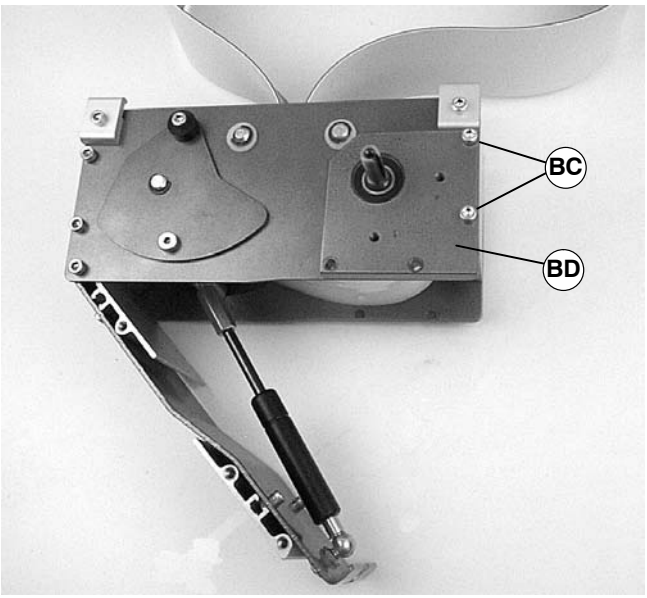
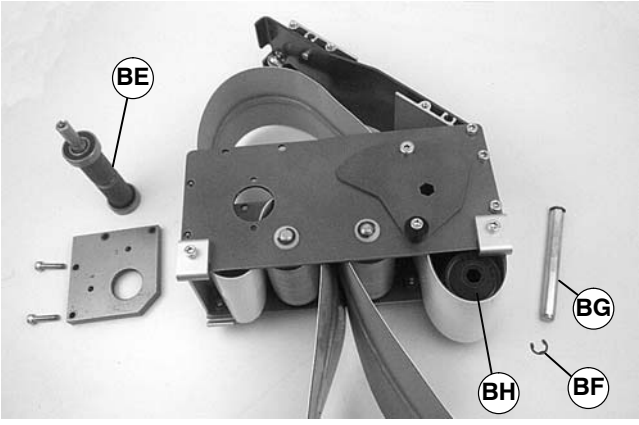
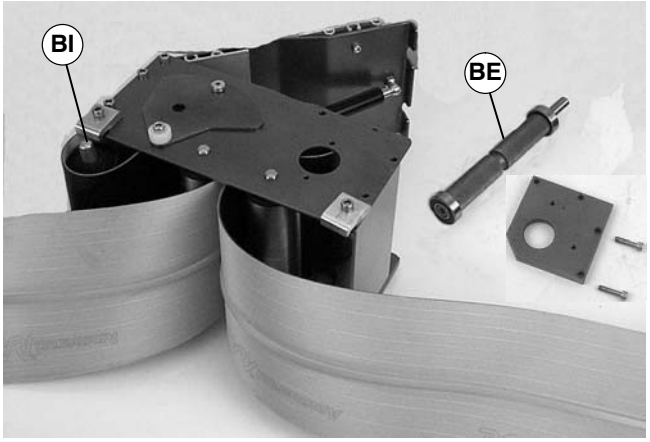

Figure 31
Figure 32
Figure 33
1. Remove two (2) screws (BC of Figure 31). Remove tension drive plate (BD).
2. Remove drive pulley [BE of Figure 32, for 2¨ (44 mm), 3¨ (70 mm) or 4¨ (95 mm) wide conveyor] or [BE of Figure 33, for 5¨ (127 mm) or wider conveyor].
- For 2¨ (44 mm), 3¨ (70 mm) or 4¨ (95 mm) wide conveyor, remove E-ring clip (BF of Figure 32). Remove pulley shaft (BG) and remove pulley (BH).
- For 5¨ (127 mm) or wider conveyor, depress both sides of spring-loaded shaft and remove pulley (BI of Figure 33).
3. Place grooved idler pulley (BH of Figure 32 or BI of Figure 33) into belt loop and replace in center drive module. Refer to step 3 under "Belt Removal from Center Drive Module" on page 12.
4. Place drive pulley (BE of Figure 32 or 33) into belt loop and install in center drive module. Refer to "Belt Removal from Center Drive Module" section and reverse steps 1 and 2 on page 12. Tighten screws (BC of Figure 31) to 80 in-lb (9 Nm).